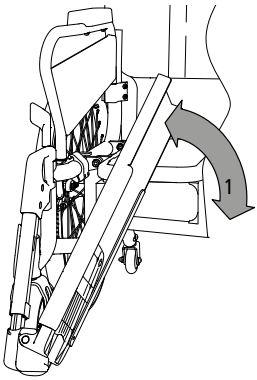

fig. 26
1. In funzione del lato di montaggio, la pedana si può ruotare verso destra o sinistra, verso l'alto o il basso (1, fig. 26).